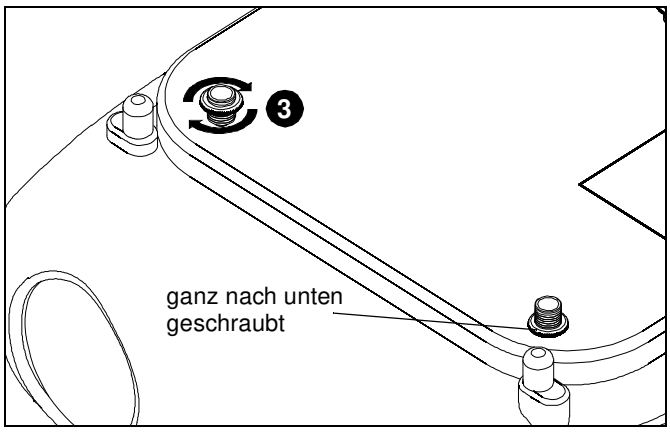

Abb. 3
3. Schrauben Sie die Höheneinstellmuttern auf die gewünschte Höhe. (Siehe Abb. 3)